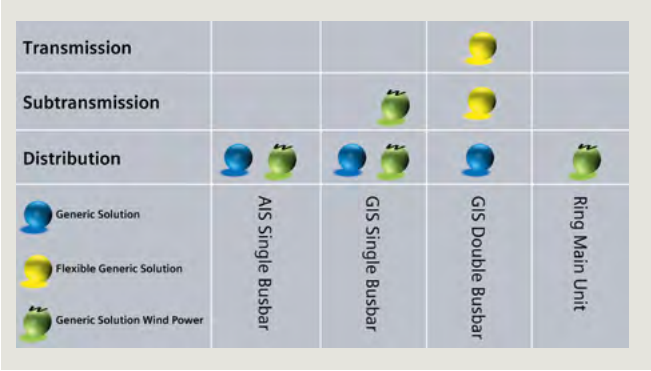

Fig. 6.6-5: Generic solutions landscape
- Faster service and support-based on known project design (fig. 6.6-5).